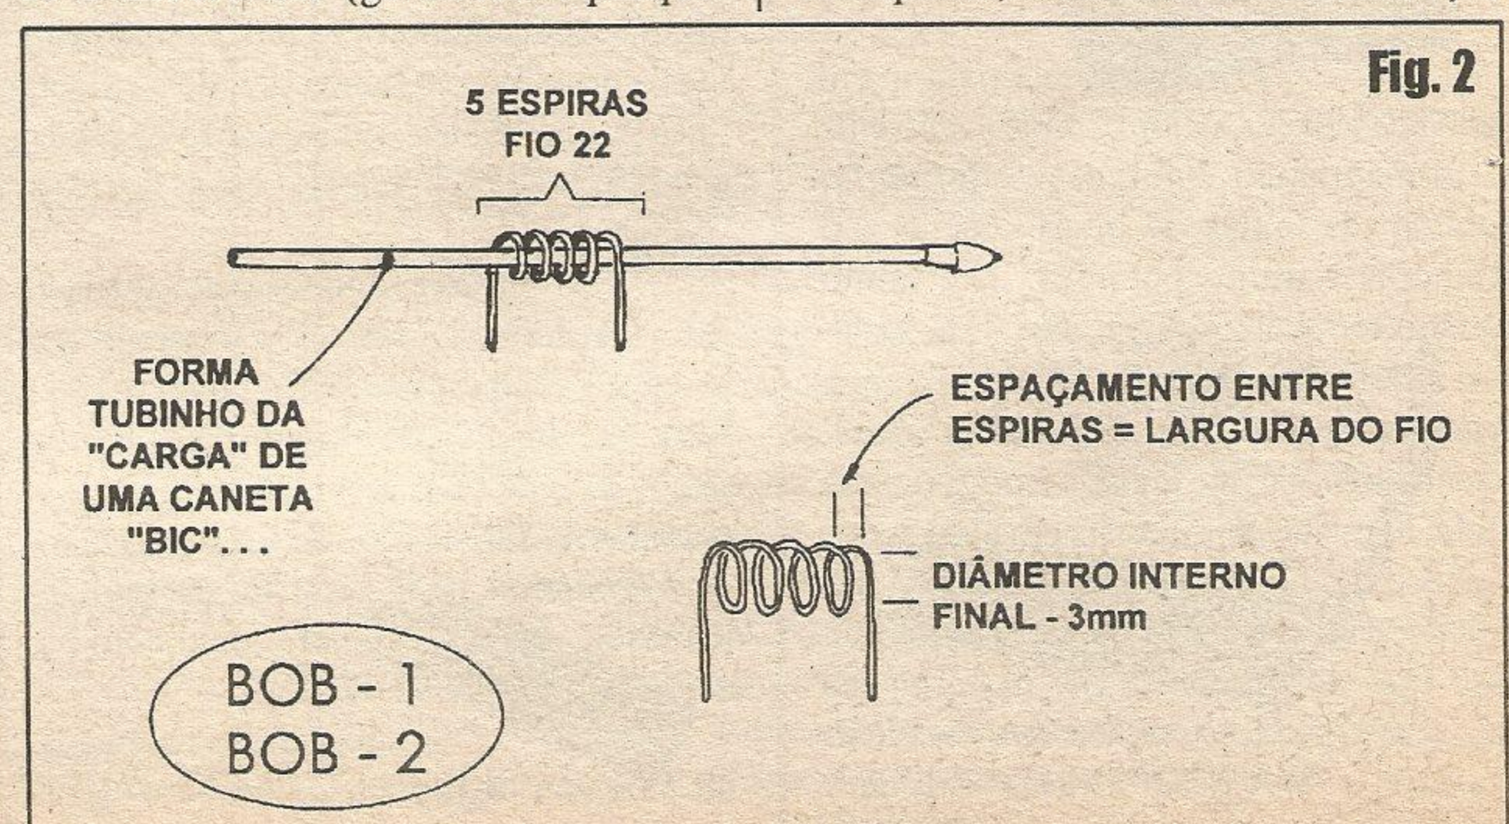

Fig. 2
**- FIG. 2 - PREPARANDO AS DUAS BOBININHAS... -** Um componente que (sabemos...) o hobbysta não gosta muito de confeccionar (geralmente porque existem padrões rígidos, parâmetros e medidas a serem respeitadas, além de eventuais regulagens...) é o indutor *feito em casa*... As duas bobininhas do **FIA**, contudo, são muito fáceis de fazer e de dimensionar, não acrescentando o menor problema construcional (mesmo ao eventual hobbysta iniciante...): com o fio de cobre esmaltado nº 22, e usando provisoriamente uma *carga* de caneta esferográfica *BIC* como fôrma, enrola-se 5 espiras bem apertadas (o fio é relativamente grosso, e a bobina se manterá firme mesmo depois de acomodada na fôrma provisória...), deixando-se cerca de 1 cm. de *sobra* em cada extremidade... Ainda com a bobininha na fôrma, cuidadosamente raspa-se o esmalte por cerca de 5 a 8 mm em cada extremidade, de modo a possibilitar a soldagem à placa (detalhes mais adiante...). Remove-se o enrolamento da fôrma e, sempre com certa delicadeza (para não *entortar* muito o formato geral do indutor...), afasta-se as espiras umas das outras, de modo que guardem entre sí um espaçamento equivalente ao diâmetro ou largura de *1 fio*... Como os dois indutores são rigorosamente iguais, toda a operação deve ser repetida, terminando com a realização